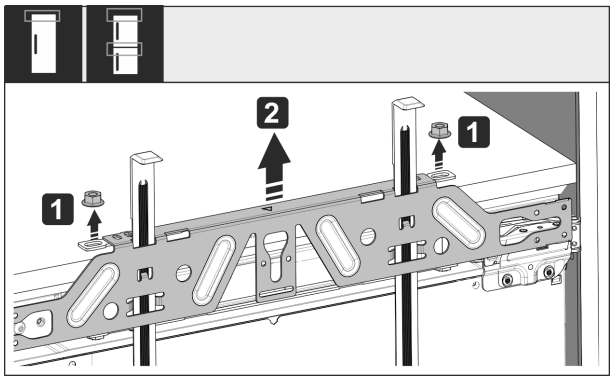

Fig. 58
▶ Loosen locknuts *Fig. 58 (1)*.
▶ Remove crosspiece *Fig. 58 (2)*.